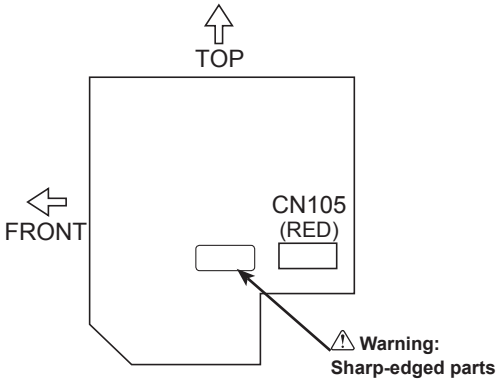

Fig. 6-6
7. Connect the electric code of radio frequency interface securely to CN105 (RED) on indoor controller board. (Fig. 6-6)